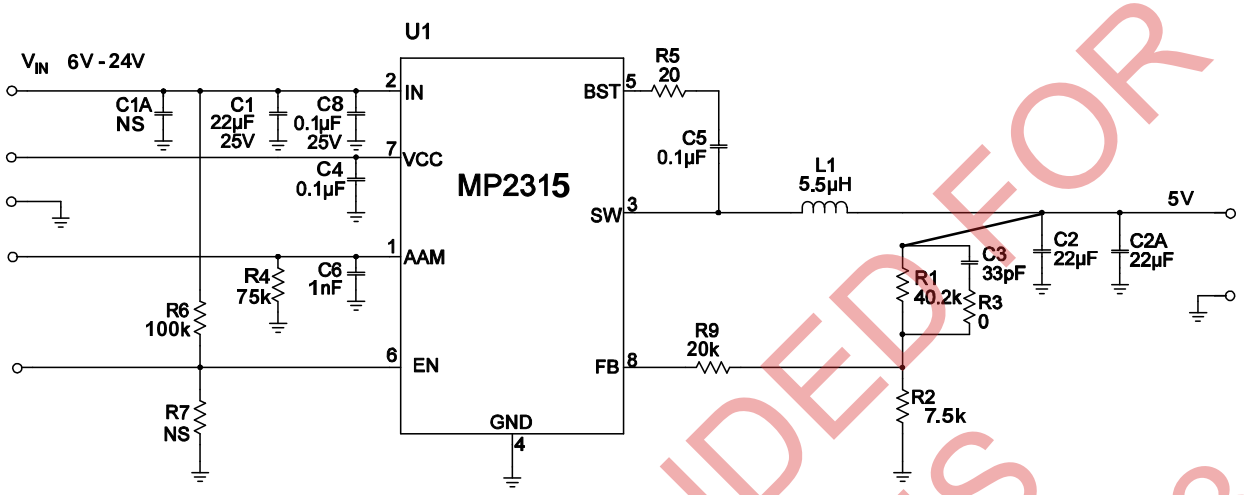

Figure 9: Vo=5V, Io=3A
6) The recommended layout is based on the Figure 9 Typical Application circuit on the next page.
The detailed application schematics are shown in Figures 9 through 14. The typical performance and circuit waveforms have been shown in the Typical Performance Characteristics section. For more device applications, please refer to the related Evaluation Board Datasheets.